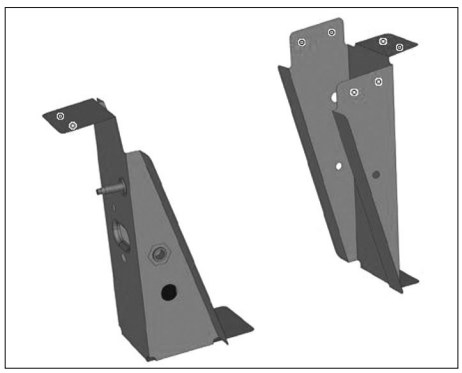

**FIG. 20**
• Tracer puis percer au diamètre de 8 mm pour soudage ultérieur par points bouchons **(Fig.20)**.